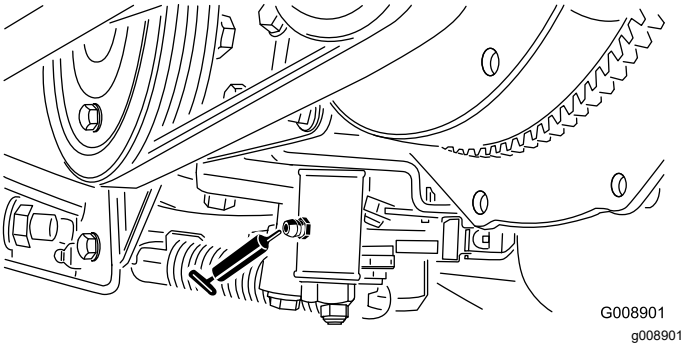

Figur 45
- Neutraljusteringsmekanismen (Figur 45)